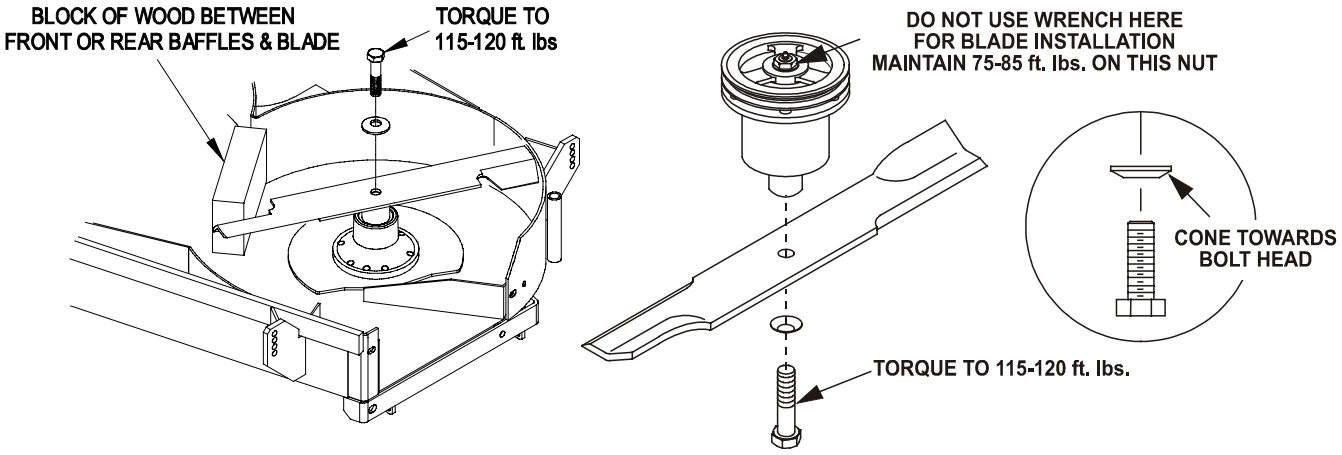

FIG. 7
d) Re-install the blades (if they were removed) by placing a block of wood between the front or rear baffles and the blade then torquing the blade bolts to 115-120 ft. lbs. Be sure the spring disk washer cone is installed toward the bolt head (See Figure 7).